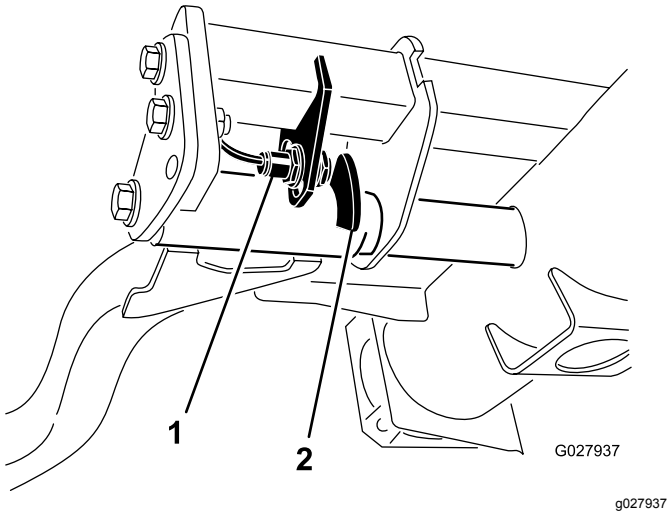

**Figur 67**
2. Løftearmskontakten er placeret under hydrauliktanken bag løftearmen forrest til højre (Figur 67).
3. Løsn kontaktens monteringsskruer, og flyt kontakten ned for at forøge løftearmens drejehøjde, eller flyt kontakten op for at mindske løftearmens drejehøjde (Figur 67).